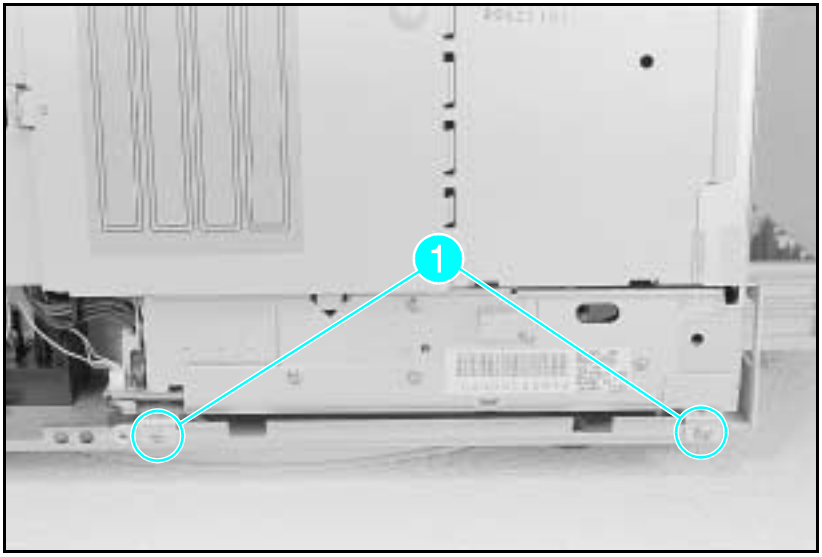

Figure 6-14 Power Supply Screws
4 Remove the (2) screws from the bottom frame (see Figure 6-14, callout *1*).